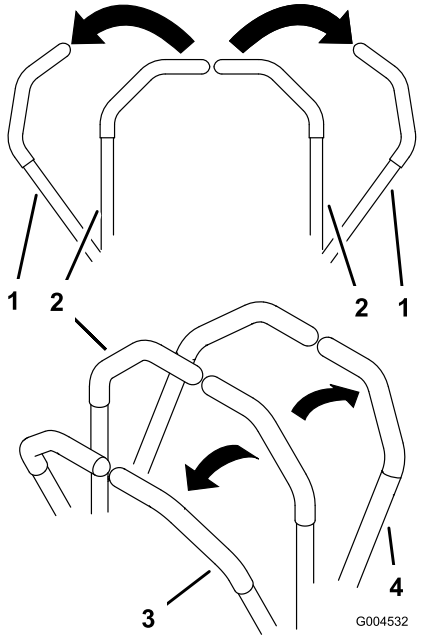

Figur 15
3. Kør fremad ved langsomt at skubbe bevægelseshåndtagene fremad (Figur 15).
Kør lige ud ved at påføre begge bevægelseshåndtag samme tryk (Figur 15).
Drej ved at flytte bevægelseshåndtaget mod neutral i den retning, du ønsker at dreje (Figur 15).
2. Bak ved langsomt at trække bevægelseshåndtagene bagud (Figur 15).
Drej ved at udløse trykket på bevægelseshåndtaget i den retning, du ønsker at dreje (Figur 15).